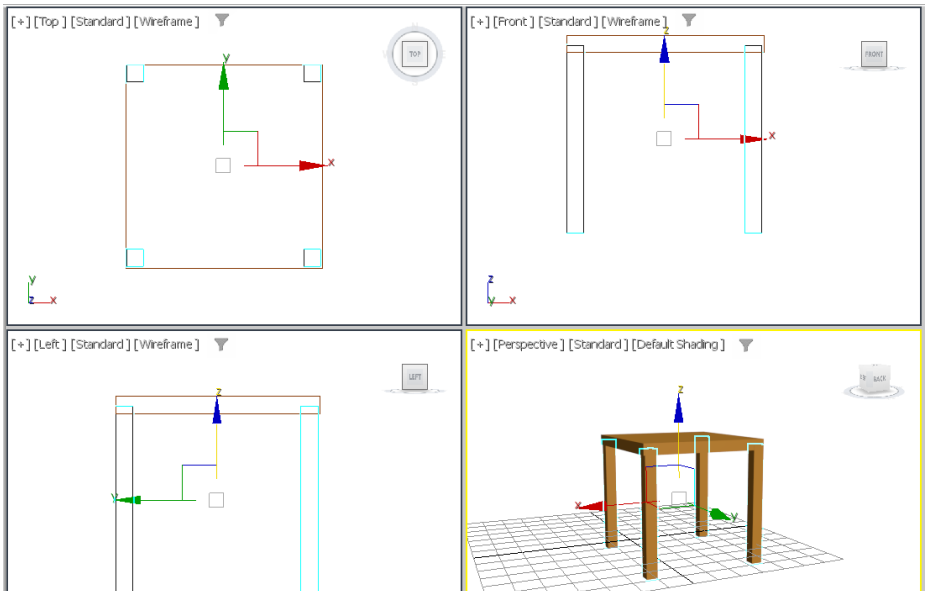

Figure 2-60 *Alignment of legs with base*
6. Create 3 copies of *leg01* as discussed earlier and align them, as shown in Figure 2-60.